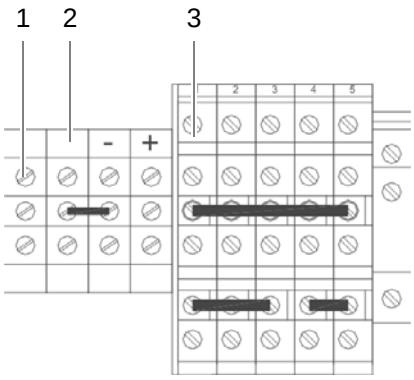

Figure 5.15 Terminals for defining the reference potential
➔ in the case of a negative terminal earthing with the terminal identified by "-" (2), see Figure 5.15.